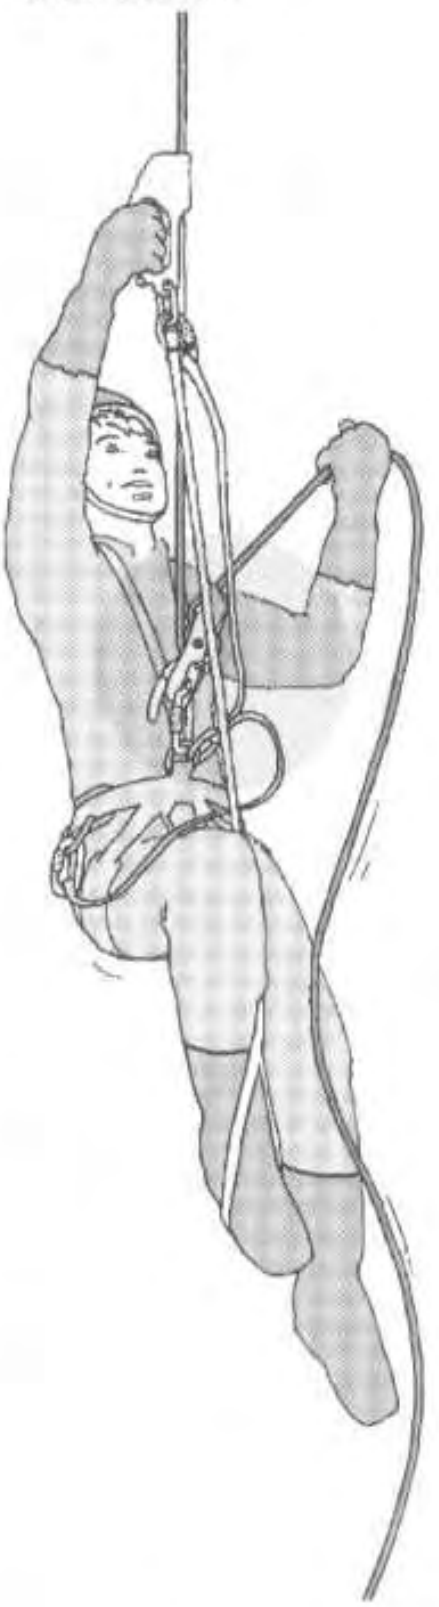

Fig. 342 – An auto-locking descender can be used as a chest ascender.
1. **An auto-locking descender** installed on half-lock (fig. 342). This works well on any rope diameter.